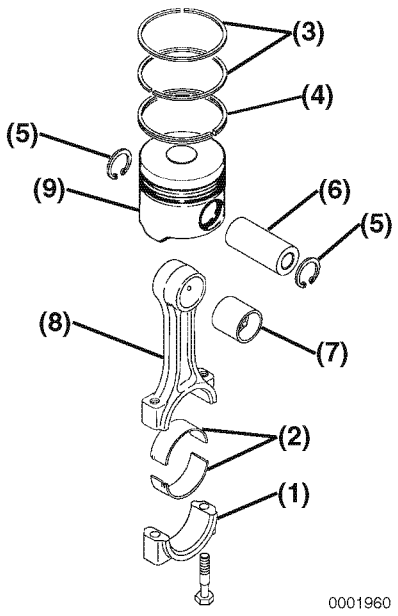

Figure 6-130
2. If removed, install a new wrist pin bushing **(Figure 6-130, (7))** using a press and the appropriate service tool. Be sure to align the oil holes.
3. Reinstall one circlip **(Figure 6-130, (5))** into the piston. Ensure the circlip is securely seated in the groove.